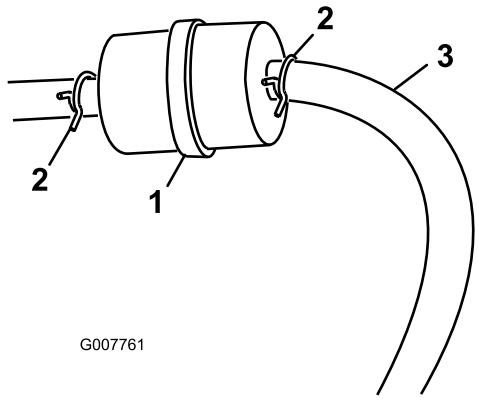

Figuur 29
3. Druk de uiteinden van de slangklemmen naar elkaar toe en schuif ze weg van het filter (Figuur 29).
5. Monteer een nieuw filter en schuif de slangklemmen terug tot dicht bij het filter (Figuur 29).
3. Maak de slangklem op het brandstoffilter los en schuif deze over de brandstofslang weg van het brandstoffilter (Figuur 29).
4. Ontkoppel de brandstofslang van het brandstoffilter (Figuur 29).
Opmerking: Laat de benzine in een benzineblik of opvangbak lopen (Figuur 29).
5. Plaats de brandstofslang op het filter. Schuif de slangklem dicht op het filter om de brandstofslang vast te zetten (Figuur 29).